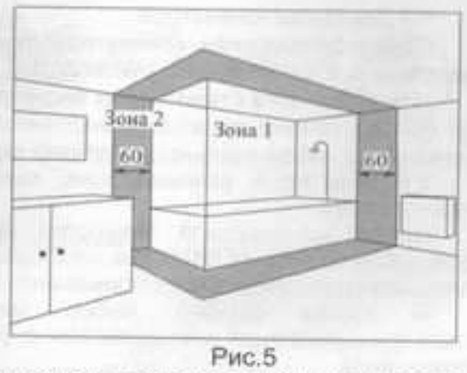

Рис.5
5.5 Конвекторы с исполнением оболочки IP24 допускается устанавливать в ванных комнатах, душевых, бассейнах (см. рис.5).